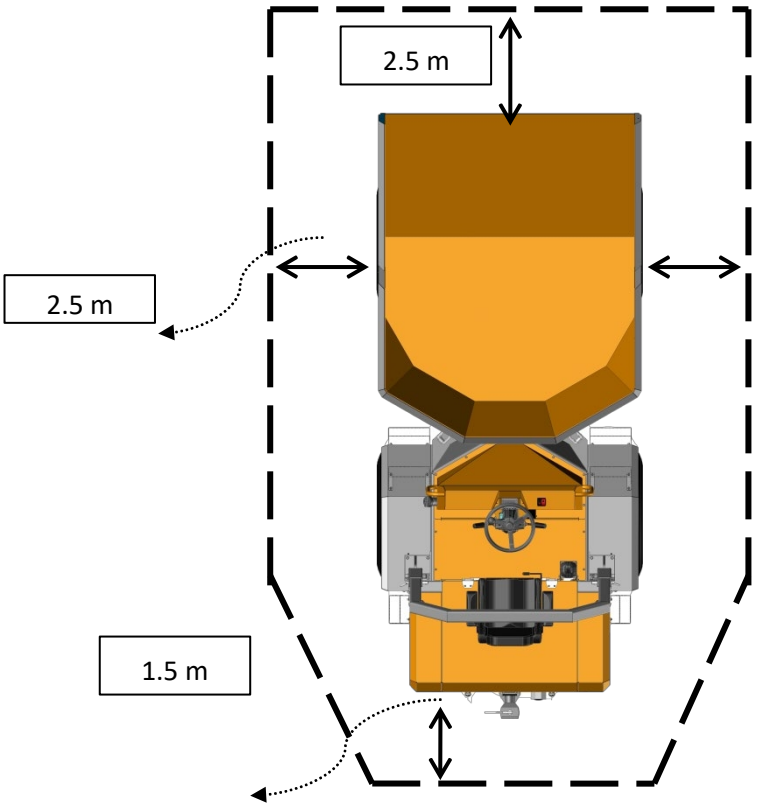

Figure 24 : Zone de danger définie autour du véhicule
• Arrêtez immédiatement le véhicule si quelqu'un pénètre dans la zone de danger (figure 24).